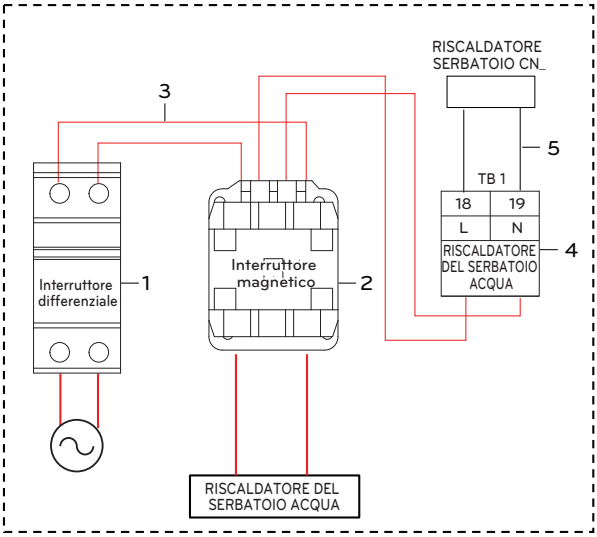

Fig. 2
Passo 3. Collegare l'interruttore magnetico con TB1. (Fig. 2)
Passo 4. Collegare l'interruttore automatico con l'interruttore magnetico. (Fig. 2)